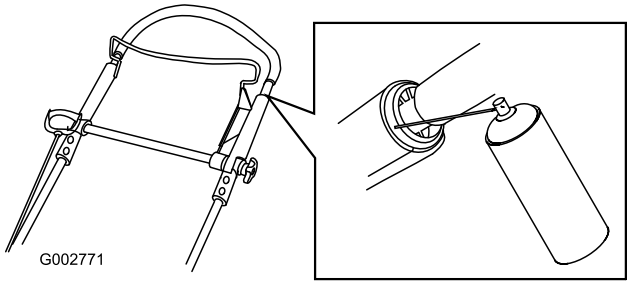

Bild 30
1. Sprühen Sie die äußeren Kunststoffenden des inneren Bügels ein (Bild 30).